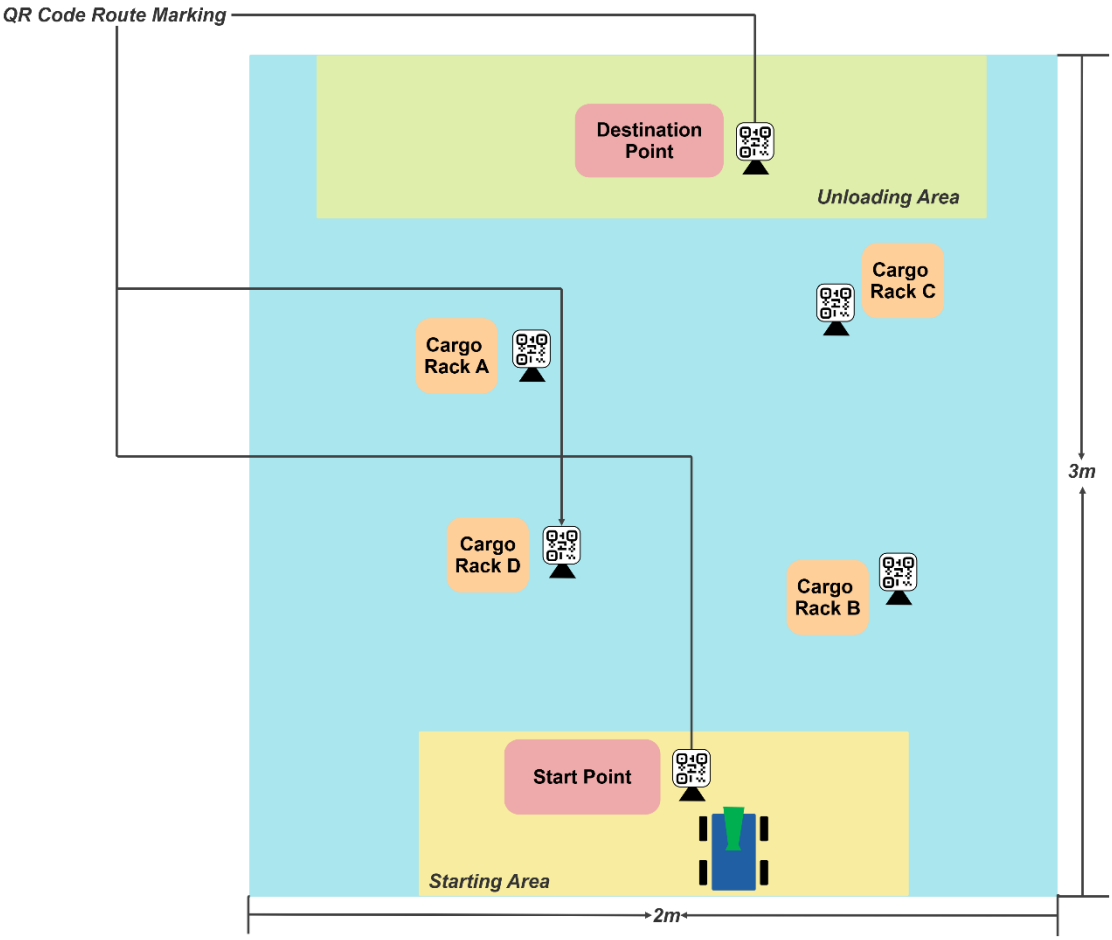

Figure 1. Game field
- All points on the field, including start point, destination point and cargos, have their own QR codes for route marking, as shown in Figure 1.